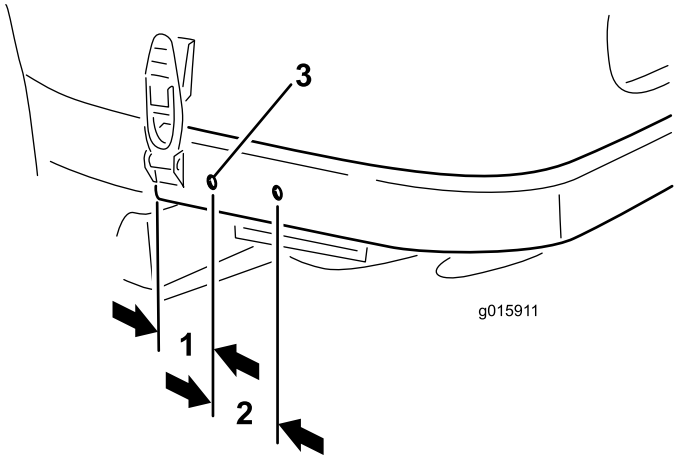

Figure 10
2. Using the dimensions shown in Figure 10, locate, mark and drill (2) .350 inch (9mm) diameter holes in each side of the rear frame. Center the holes up and down on the frame.